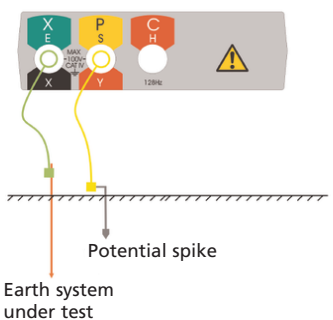

Figure 13: Connections for measuring ground noise voltage and two-terminal resistance
1. With the selector switch set to the ‘OFF’ position, connect the instrument as shown in Figure 13.
1. With the selector switch in the ‘OFF’ position, connect the instrument as shown in Figure 13, but connected to the part of the installation you are testing.